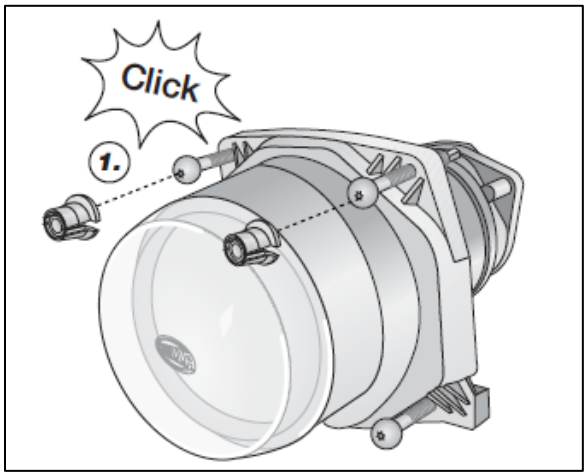

FIGURE 84
7. Snap new plastic mounts on threaded rods (3x) (item 2 in Figure 80 & Figure 84). You will hear or feel a click.